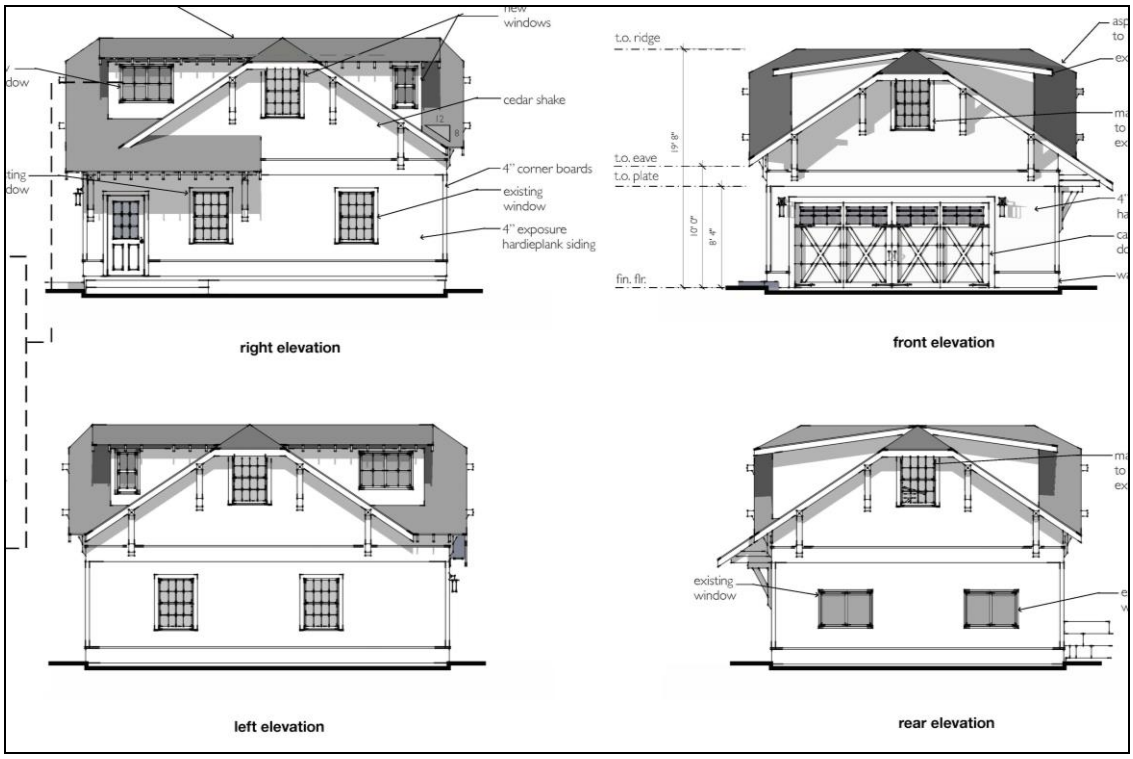
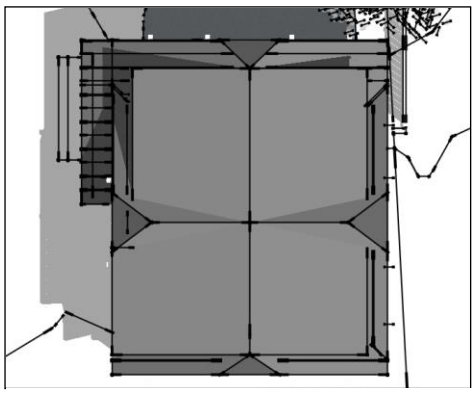

Figure 5. The proposed roof form combines a cross gable and large dormers.
Figure 6. The proposed roof plane
*The design of the roof combines both dormers and a cross gable form in a manner that has not been approved by the Commission in the past (Figure 5). The design guidelines state that dormers should cover no more than fifty percent (50%) of the roof and should be set back two feet (2') from the wall below. As the roof plan shows, combining the cross gable form with the dormers on either side results in very large dormers that cover almost all of the roof plane (Figure 6). In addition, one dormer on the right elevation, towards the back, is not set back two feet (2') from the wall below, as is required. In the